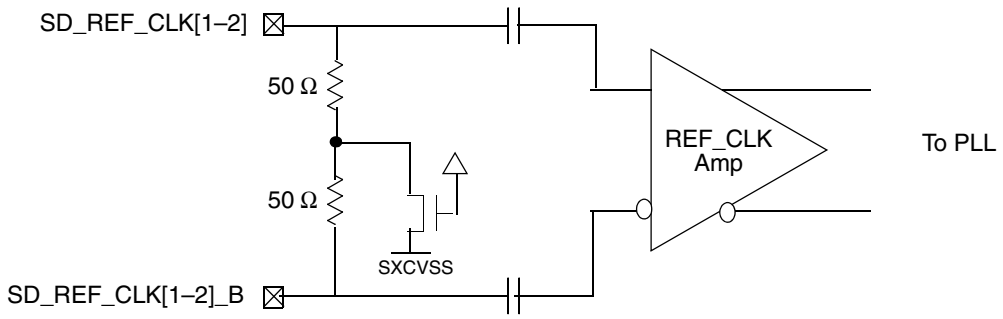

Figure 37. Receiver of SerDes Reference Clocks
The SerDes reference clock inputs are applied to an internal PLL whose output creates the clock used by the corresponding SerDes lanes. The SerDes reference clock inputs are SD_REF_CLK1/SD_REF_CLK1_B or SD_REF_CLK2/SD_REF_CLK2_B. Figure 37 shows a receiver reference diagram of the SerDes reference clocks.
- The SD_REF_CLK[1–2] and SD_REF_CLK[1–2]_B are internally AC-coupled differential inputs as shown in Figure 37. Each differential clock input (SD_REF_CLK[1–2] or SD_REF_CLK[1–2]_B has on-chip 50-Ω termination to XCOREVSS followed by on-chip AC-coupling.